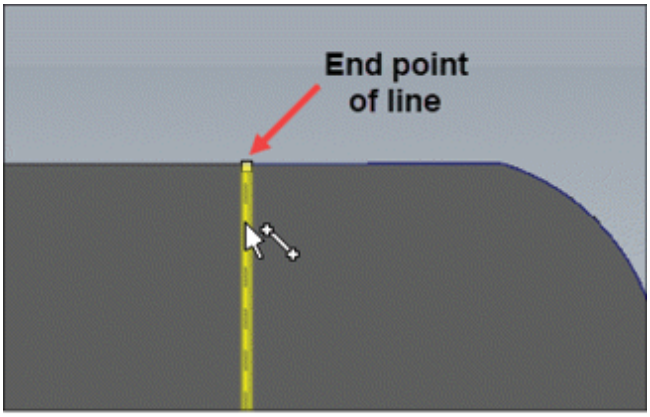

Figure-24. Selecting end point of entity
- Select the **Endpoint** option from the drop-down to select end point of selected entity; refer to Figure-24.